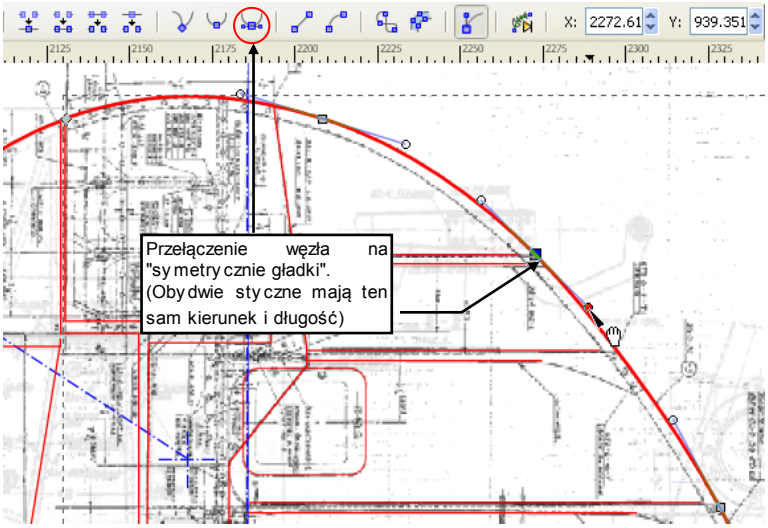

Rysunek 4.19.2 Wygładzanie linii łamanej
- zaznacz węzeł jako "symetrycznie gładki" (Rysunek 4.19.2);